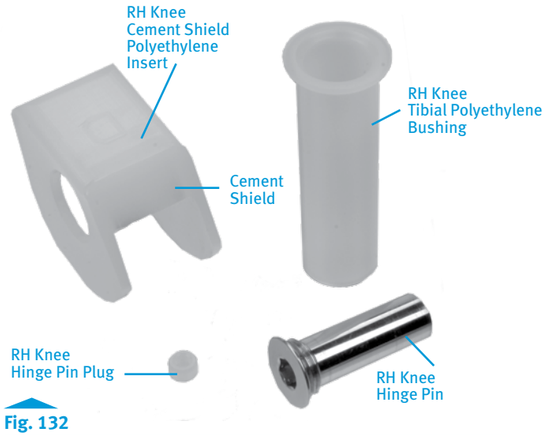

Fig. 132
- Verify that the appropriate size Segmental Articular Surface and *NexGen* RH Knee Cement Shield Service Kit **(Fig. 132)** is used (Appendix H).
Warning: When implanting an RH Knee Femoral Component with the Segmental One-piece Hinge Post, use only the RH Knee Cement Shield Polyethylene Insert (Fig. 132). Do not use the Segmental Polyethylene Insert as this is only used on the Segmental System Distal Femoral Component (refer to Appendix H).